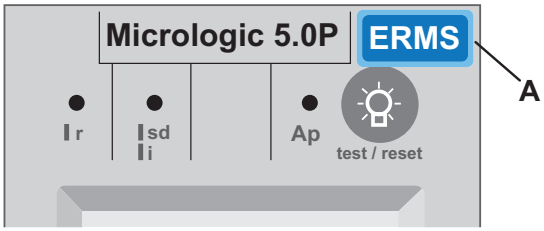

Figure 1: ERMS label on trip unit
- Micrologic P or H trip unit with the blue ERMS label as shown in Figure 1 (A)
- PowerPact or Masterpact circuit breaker with P or H trip unit with ERMS label (see Figure 1)